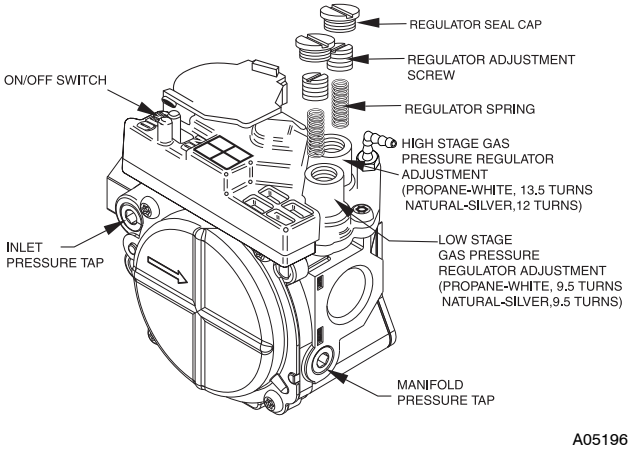

**Fig. 41 - 2-Stage J or G Valve**
**NOTE**: For the 2-stage furnaces with a Series J and Series G gas valve (see Fig. 41), **they MUST have both regulator springs replaced and the gas valve MUST be pre-adjusted.**
**For J and G valves See Fig 41.**
2. Remove both regulator seal caps. (See Fig. 41.)
2. Remove low-gas pressure switch, brass street 90° elbow and 2-in. brass nipple from the gas valve inlet pressure tap. (See Fig. 41.)